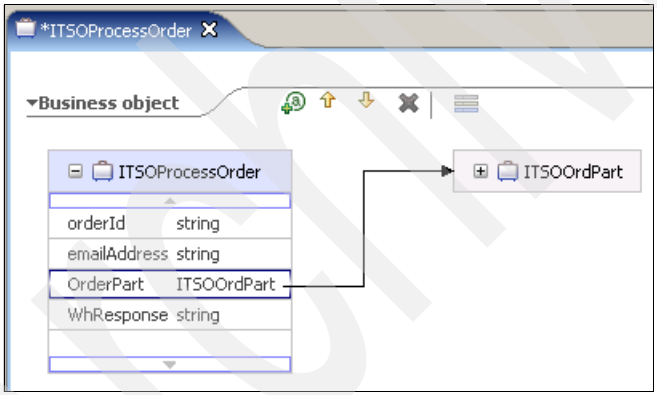

Figure 10-17 Attributes of the business object ITSOProcessOrder
4. In the New Business Object window (Figure 10-17), enter a name of `ITSOOrdPart` and click **Finish**. This associates the attribute OrderPart with the newly created ITSOOrdPart business object.